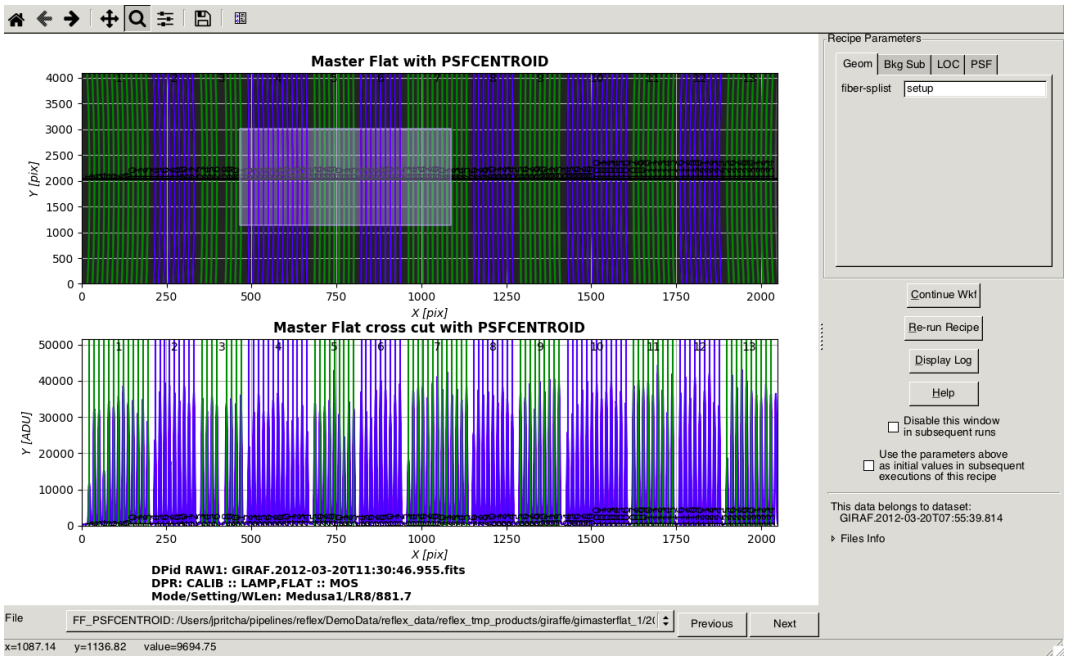
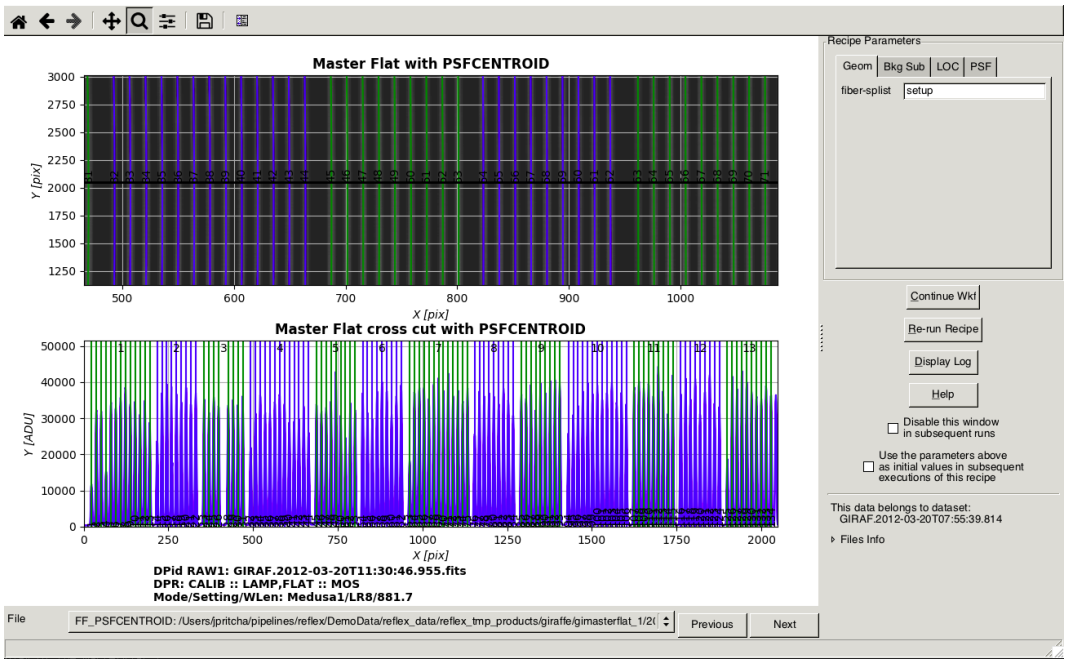

Figure 3.5: *Zooming in on the displayed MasterFlat.*
Figure 3.6: *The zoomed display of the MasterFlat.*
10. **Interact with the displays**: click on the MatPlotLib Zoom button, [10] to enter Zoom mode. Now click and hold the mouse button while over the image or cross-cut display subplots and then drag the mouse to define a rectangular region (see figure 3.5) which will be redisplayed zoomed into the respective display window (see figure 3.6).